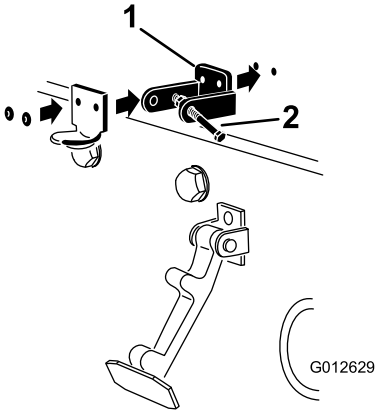

Figur 7
3. Når du nivellerer monteringshullerne, skal du placere CE-låsebeslaget og hjelmlåsebeslaget på motorhjelmen. Låsebeslaget skal være placeret mod hjelmen (Figur 7). Fjern ikke samlingsbolt og -møtrik fra låsebeslagets arm.
5. Nit beslagene og låseskiverne fast til hjelmen (Figur 7).